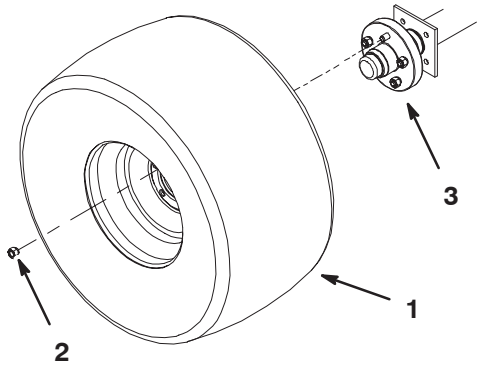

Figure 1
3. Remove the lug nuts securing the left wheel and tire assembly to the wheel hub (Fig. 1). Remove the tire and wheel assembly.